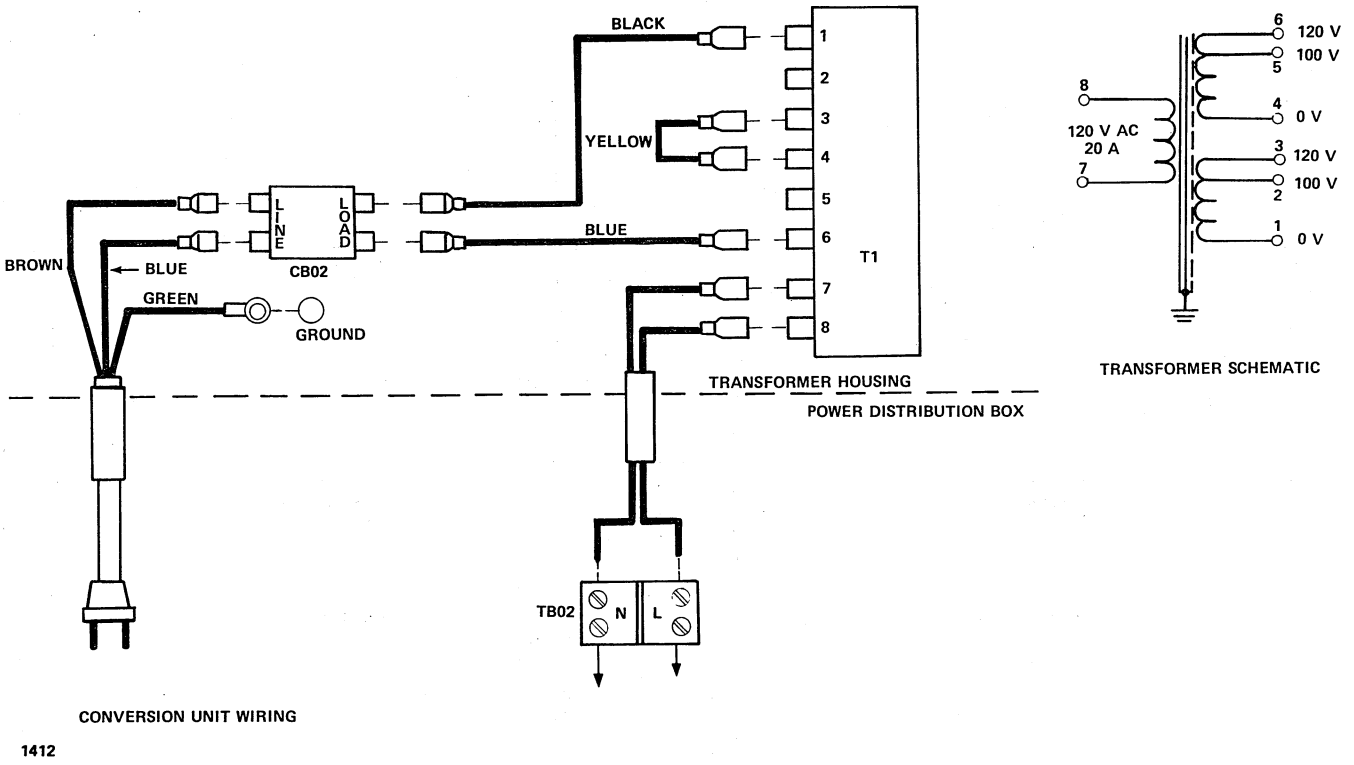

Figure 28-3. Magnetic Tape Transport Power Conversion Unit Wiring Diagram
housing. Connect the loose ends of the power cord to the top (LINE) terminals of the circuit breaker. Connect the loose ends of the transformer input cable to the bottom (LOAD) terminals of the circuit breaker. Refer to the wiring diagram in figure 28-3 for proper connection. Position the end cap into the transformer housing, engaging the screws installed in step 11. Tighten the lower screws via the access holes in the top of the housing. Secure the top of the end cap to the top of the housing. Secure the top of the end cap to the top of the housing using two 6/32 thread-roll screws (part number 96744965).
20. Verify that the electrical connections of the transformer agree with those shown in figure 28-3 and table 28-1.